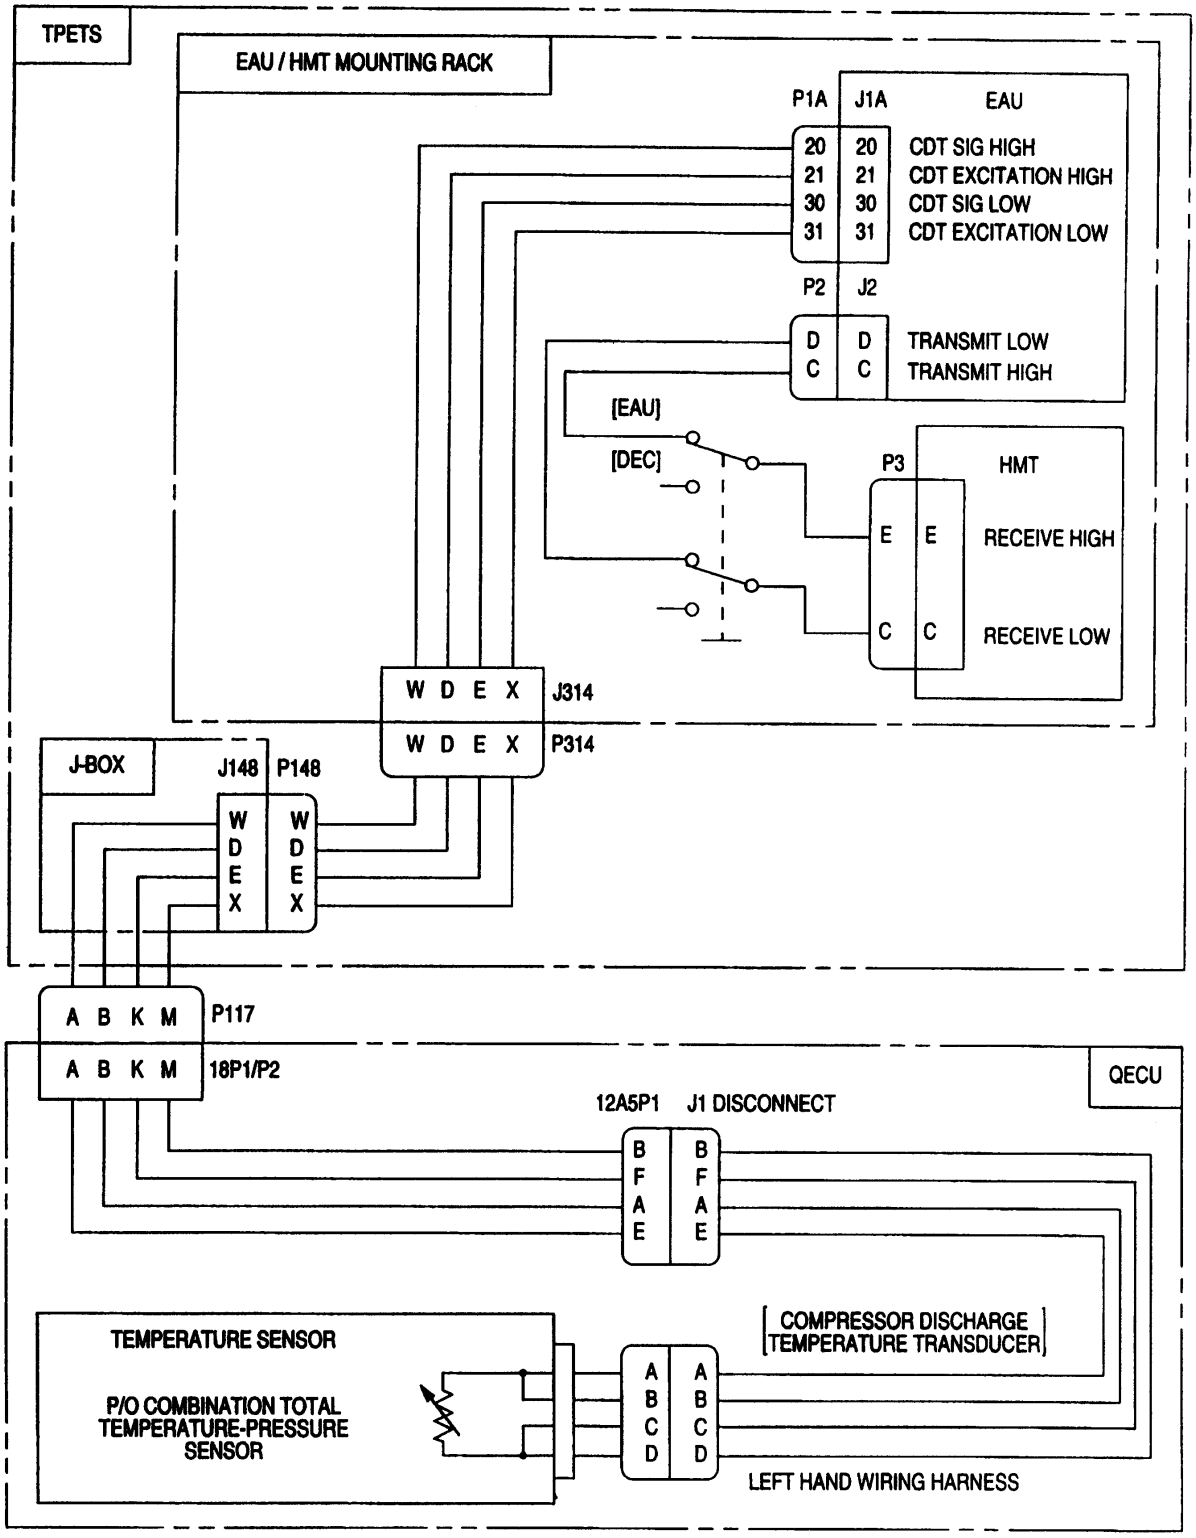

Figure 11. CDT Components Checkout
g. Install forward PS7 tube and bulkhead fitting–to–DETC hose (1) to bulkhead fitting. Torque tube and hose fittings 65 – 100 lb in. (QA)
38. COMPRESSOR DISCHARGE TEMPERATURE (CDT) COMPONENTS (figure 11). The temperature sensor portion of the combination total temperature–pressure sensor samples air temperature at the engine compressor diffuser. The resistive signal provided by the sensor is sent through the left–hand wiring harness to the EAU. The EAU uses the CDT signal in conjunction with the CTMT and TMT signals to determine flameout events (table 1). The EAU also uses the CDT signal in conjunction with the TMT signal to calculate and store turbine blade and turbine vane life–usage data. When calculating life–usage data, loss of valid CDT or TMT signals will cause the EAU to set a default CDT value of 371°C and a default TMT value of 865°C.